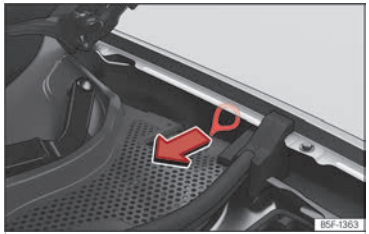

Fig. 63 Entre la aleta izquierda y la bisagra del capó del motor: Tirador para el desbloqueo manual de emergencia del conector de carga.
El tirador para el desbloqueo manual de emergencia se encuentra en el lado izquierdo del vano motor, encima de la toma de carga ››› fig. 63.
- Tire del tirador ››› fig. 63.